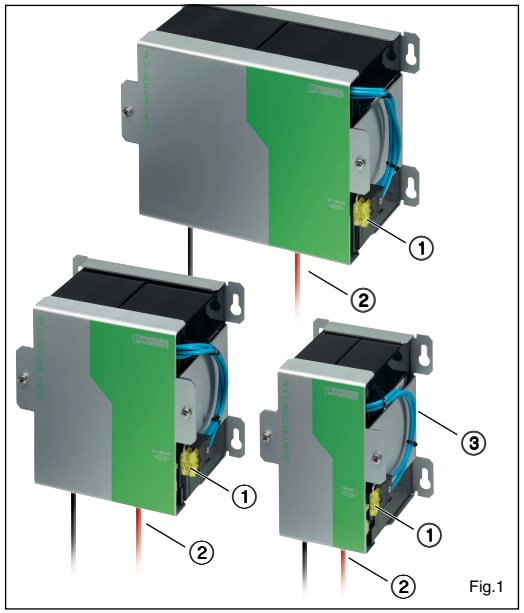

Fig.1
2. Geräteanschlüsse (Abb. 1):
① DC-Sicherung
② Anschlusskabel, rot = +24 V, schwarz = 0 V
③ Tragschienen-Adapter QUINT-ADAPTER/4 (nur QUINT-BAT/24DC/3,4AH)
2. Device connections (fig. 1):
① DC fuse
② Connection cable, red = +24 V, black = 0 V
③ DIN rail adapter QUINT-ADAPTER/4 (only QUINT-BAT/24DC/3,4AH)
2. Raccordements d'appareils (Fig. 1) :
① Fusible DC
② Câble de raccordement, rouge = +24 V, noir = 0 V
③ Adaptateur de profilés QUINT-ADAPTER/4 (seulement QUINT-BAT/24DC/3,4AH)
2. Conexiones del módulo (Fig. 1):
② Cable de conexión, rojo = +24 V, negro = 0 V
③ Adaptador para carril QUINT-ADAPTER/4 (solo QUINT-BAT/24DC/3,4AH)